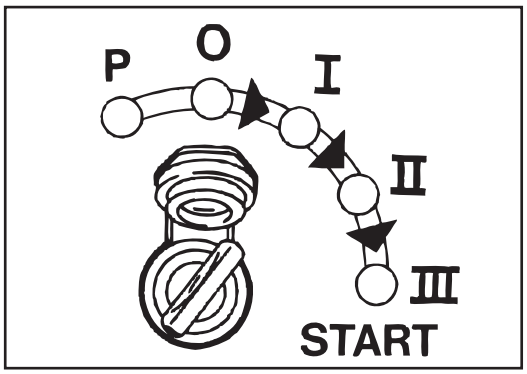

Fig. 37
- Turn the ignition key (Fig. 37) to position “I”.